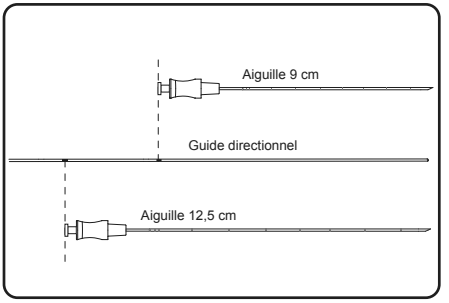

Figure 8. Insérer le guide directionnel jusqu'à ce que le bon repère de profondeur soit aligné avec le collet de l'aiguille pour infiltration foraminale
3. Insérer le guide directionnel dans l'aiguille pour infiltration foraminale en alignant le bon repère de profondeur sur le guide directionnel avec le haut de l'aiguille (**Figure 8**).